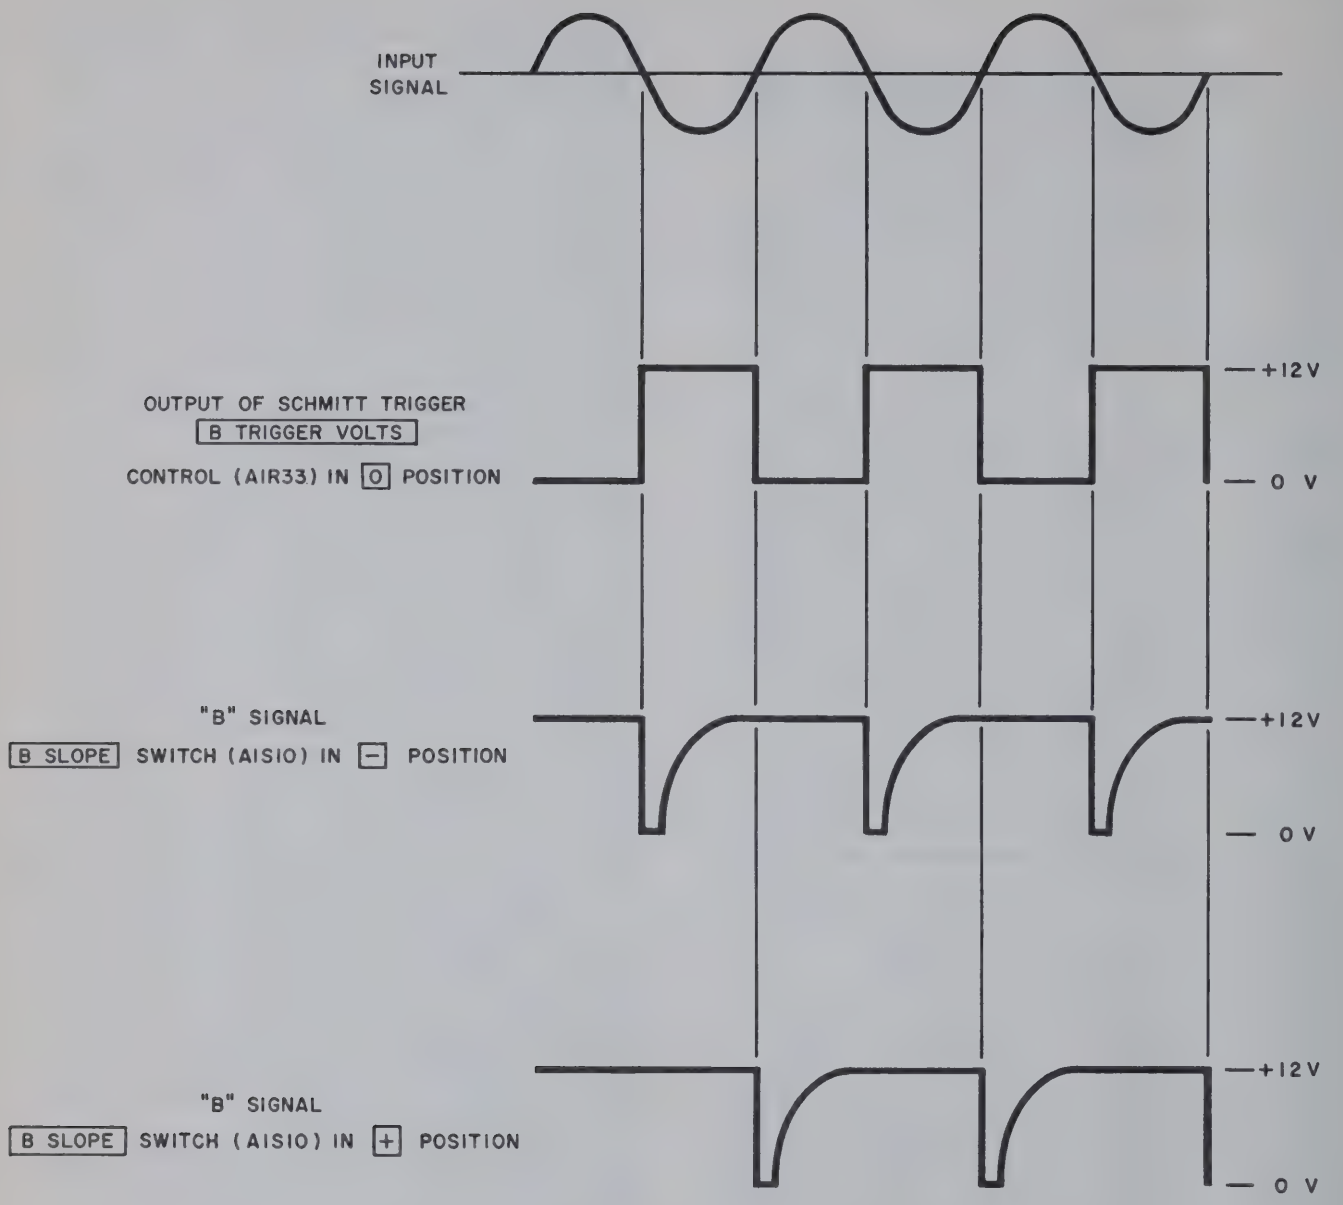

Figure 4-7. "B" Amplifier, Trigger Point Waveforms
The output of the Schmitt trigger is applied to AND gate AG7 and to inverter INV5 consisting of A1A11Q7. The output of the inverter is applied to another AND gate, AG6. Both AND gates are controlled by the B SLOPE switch A1S10. When this switch is set to +, the output of the Schmitt trigger is capacity-coupled through AG7 to the output inverter INV8 consisting of A1A11Q8. When the B SLOPE switch is set to −, the output of INV5 is capacity-coupled through AG6 to INV8. The two AND gates and the B SLOPE switch have the effect of selecting either the positive or negative slope of the input waveform for ultimately triggering the output inverter. Figure 4-7 shows the relationships of a typical sine-wave input signal to the amplifier output for all variations of trigger level polarity and slope selection.
c. USEFUL ILLUSTRATIONS. — Illustrations useful in maintaining this functional section are: figures 4-7, 4-8, 5-8, 5-9, 5-11, 5-46, and 5-63.
The output of the Schmitt trigger is applied to AND gate AG15 and to inverter INV13 consisting of A1A11Q15. The output of the inverter is applied to another AND gate, AG14. Both AND gates are controlled by the C SLOPE switch A1S12. When this switch is set to +, the output of the Schmitt trigger is capacity-coupled through AG15 to the output inverter INV8 consisting of A1A11Q16. When the B SLOPE switch is set to −, the output of INV13 is capacity-coupled through AG14 to INV8. The two AND gates and the C SLOPE switch have the effect of selecting either the positive or negative slope of the input waveform for ultimately triggering the output inverter. The relationships of a typical sine-wave input signal to the amplifier output signal for all variations of trigger level polarity and slope selection are identical to those shown for the B amplifier in figure 4-7.